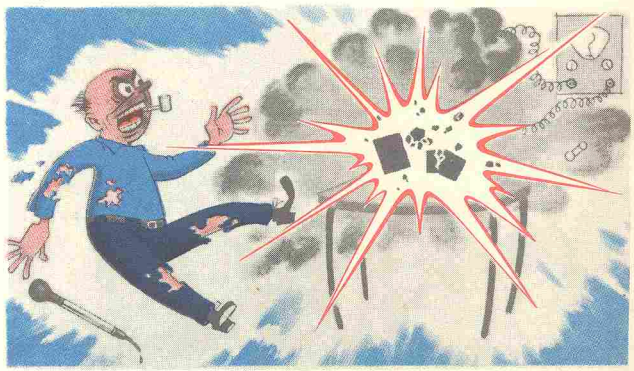

**Figure 10—Explosive gases are formed when a battery is charged. Sparks or flame near the battery may ignite these gases causing a dangerous explosion.**
1. Do not smoke near batteries which are on charge or which have been very recently charged. Do not break live circuits at the terminals of batteries on charge. (When batteries are charging an explosive gas mixture forms beneath the cover of each cell. Part of this gas escapes through the holes in the vent plugs and forms an explosive mixture around the battery itself. Sparks or flame can ignite this gas and cause an internal explosion which may shatter the battery (Fig. 10). A battery may carry an explosive mixture for several hours after completion of charge.)